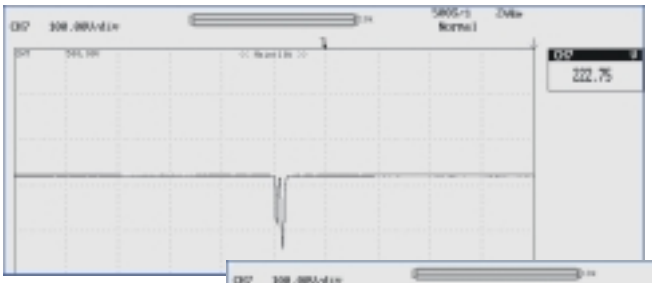

Bild 2: Effektivwert mit kurzer Unterbrechung. Im Bildschirm rechts die Multimeter-Anzeige.
- Das Modul 7012-60 enthält einen zuschaltbaren Echt-Effektivwert-Gleichrichter. Damit können sowohl die Kurvenform als auch der Effektivwert aufgezeichnet werden (Bild 2, 3).